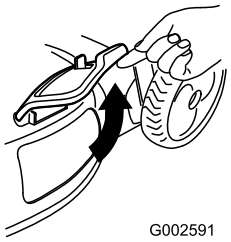

Figure 21
2. Lift open the side discharge door (Figure 21).